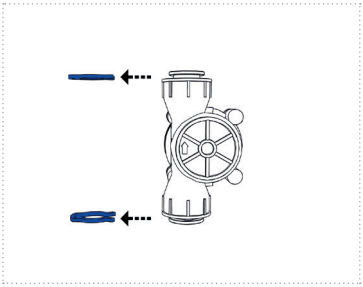
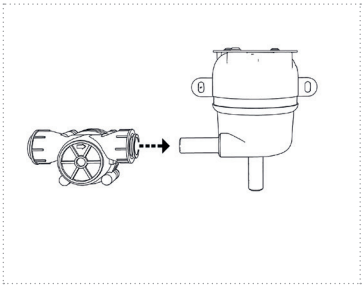

Figure 10
Figure 11a
4. Retirez les bagues de sécurité du capteur de débit (voir figure 10). Selon vos préférences d'installation, faites glisser le capteur de débit sur le raccord d'eau « IN » ou « OUT » du réacteur (voir figures 11a et 11b).